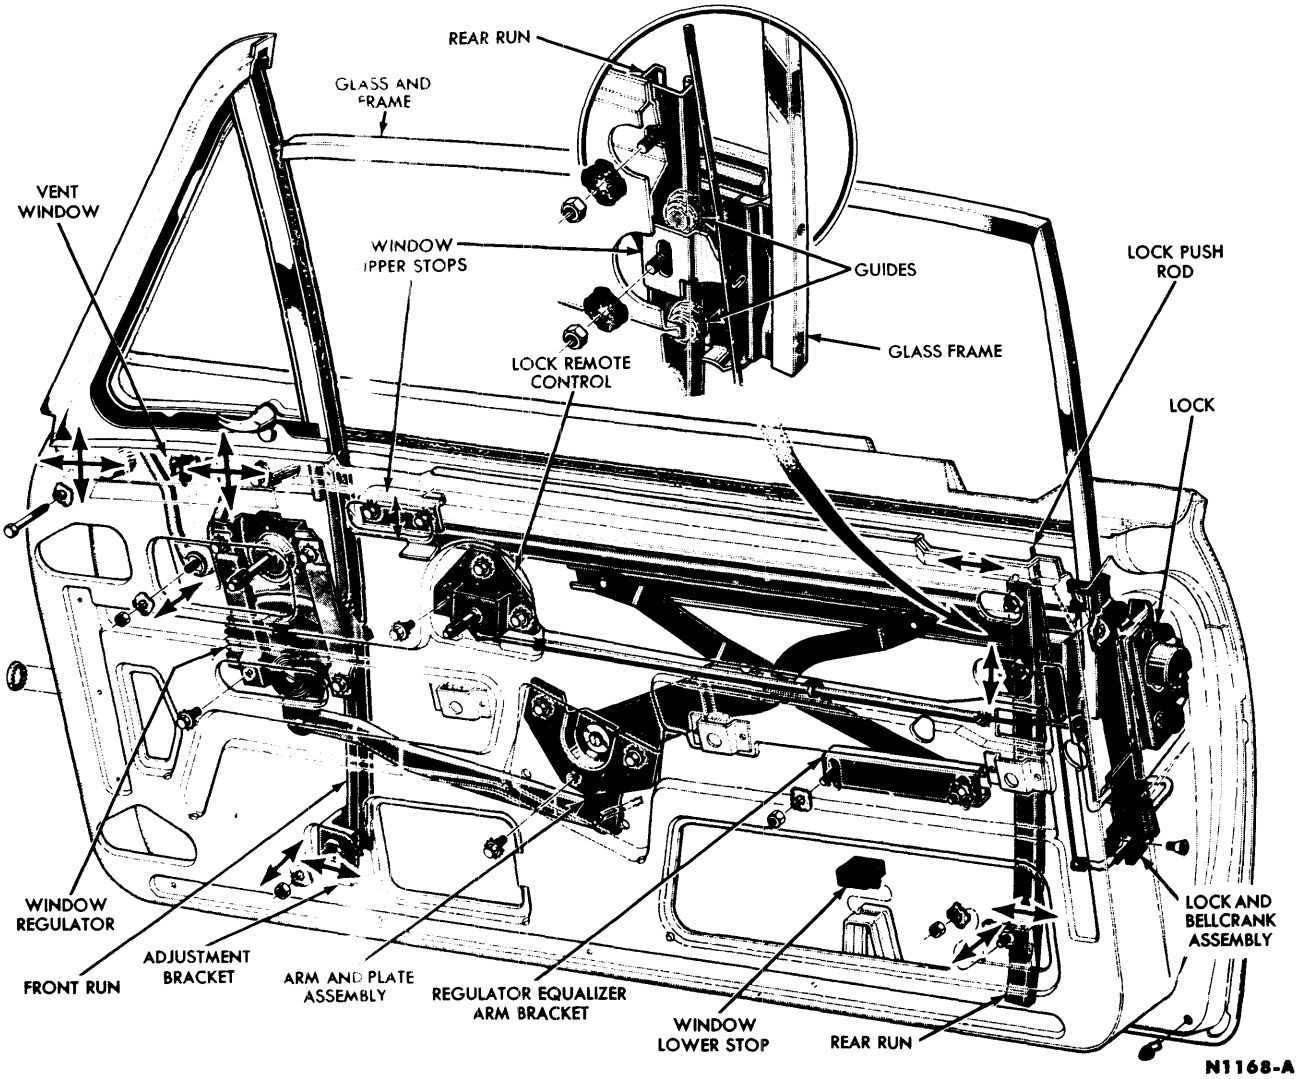

FIG. 8—Door Window Mechanism Adjustments
1. Remove the door trim panel (see Part 11-2), and loosen the water shield enough to reveal the door panel access holes (Fig. 8).
2. Remove the 2 bolts retaining the vent window assembly to the door (Fig. 8).
4. Remove the vent window adjusting screw nut and washer (Fig. 8).
15. Install the vent window frame to door panel retaining bolts (Fig. 8).
19. Adjust the vent window assembly to the body opening (Fig. 8), and tighten the retaining nuts and bolts.
To level the glass with the belt line, raise or lower the regulator arm equalizer bracket (Fig. 8).
To obtain a snug fit between the front run and the glass, loosen the window guide upper and lower retaining nuts (Fig. 8), and with the glass in the down position, adjust the guide as required. Tighten the guide lower retaining nut, raise the glass, and then adjust and tighten the guide upper retaining nut.
To tilt the top of the glass frame for parallel alignment with the roof rail weatherstrip, adjust the window run and guide lower adjustment screw as required. (Fig. 8).
9. Install the lockside guide to its retaining bracket. Install the window upper stops and adjust the window assembly (Fig. 8).